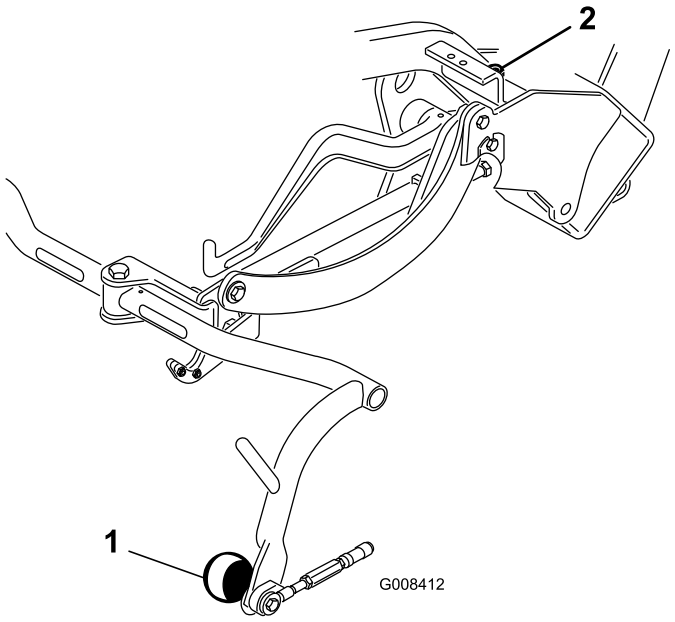

**Figur 9**
3. Hvis det er nødvendigt at foretage en justering, skal du løsne kontramøtrikken på bærerrammens stopskrue (Figur 9) og dreje skruen op eller ned for at hæve eller sænke bærerrammen. Tilspænd kontramøtrikken efter justeringen.